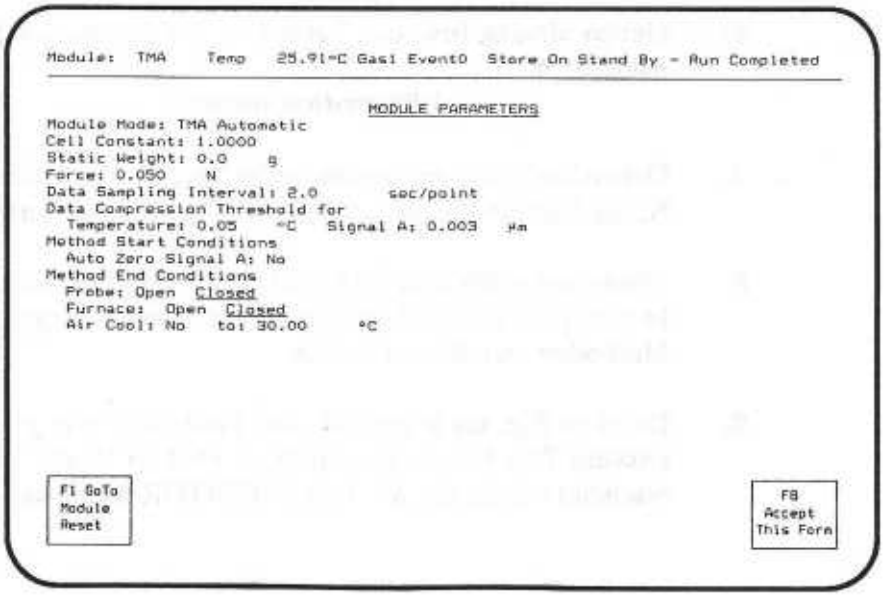

Bild 38
1. Drücken Sie im EXPERIMENTAL PARAMETERS-Menü F5 (GoTo Module Params), um in das MODULE PARAMETERS-Menü (Abb. 38) zu gelangen.